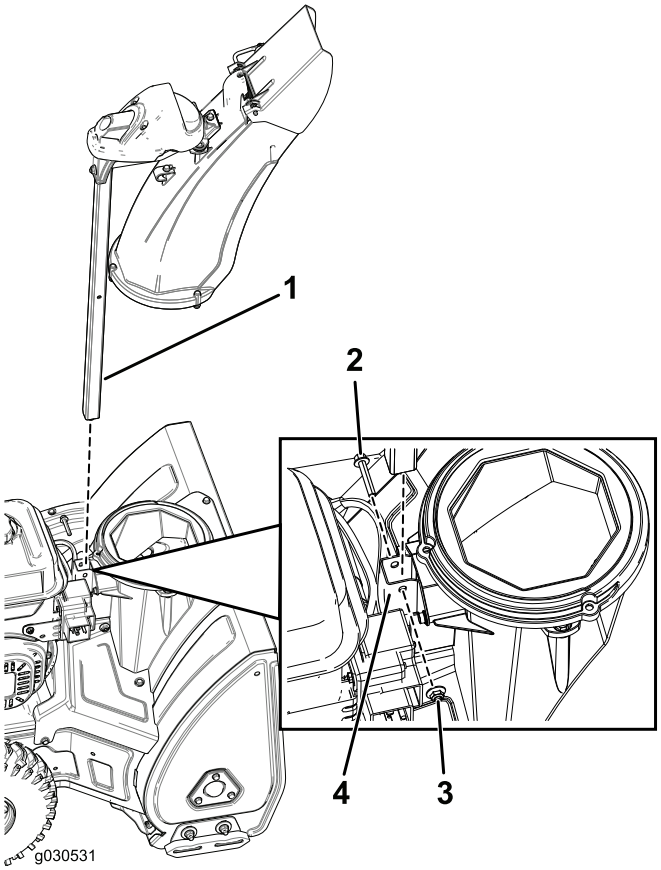

Rysunek 5
1. Wsuń korpus tunelu wyrzutowego przez wspornik w podstawie maszyny i zamocuj przy użyciu śruby i nakrętki zabezpieczającej (Rysunek 5).